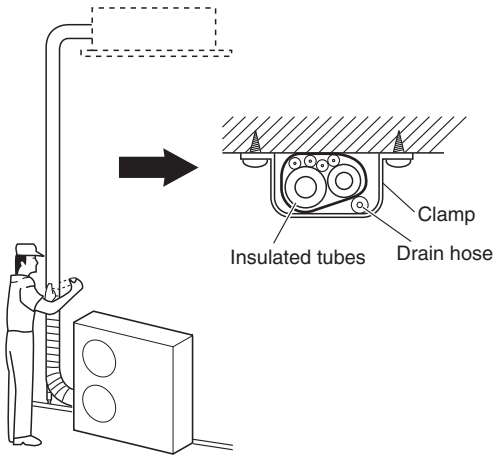

Fig. 5-9
(1) At this time, the refrigerant tubes (and electrical wiring if local codes permit) should be taped together with armoring tape in 1 bundle. To prevent condensation from overflowing the drain pan, keep the drain hose separate from the refrigerant tubing.
(2) Wrap the armoring tape from the bottom of the outdoor unit to the top of the tubing where it enters the wall. As you wrap the tubing, overlap half of each previous tape turn.
(3) Clamp the tubing bundle to the wall, using 1 clamp approx. each meter. (Fig. 5-9)